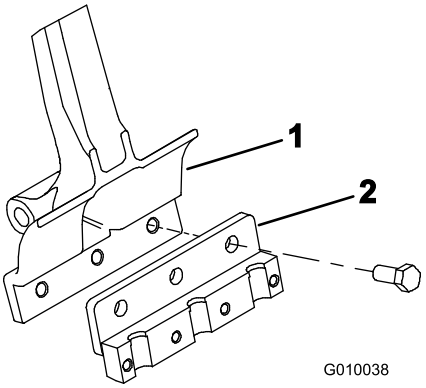

Figur 22
2. Monter en tineholder på hver tinearm med 3 bolte (1/2 x 1-1/4 tommer) (Figur 22). Tilspænd boltene med et moment på 101,6 Nm.